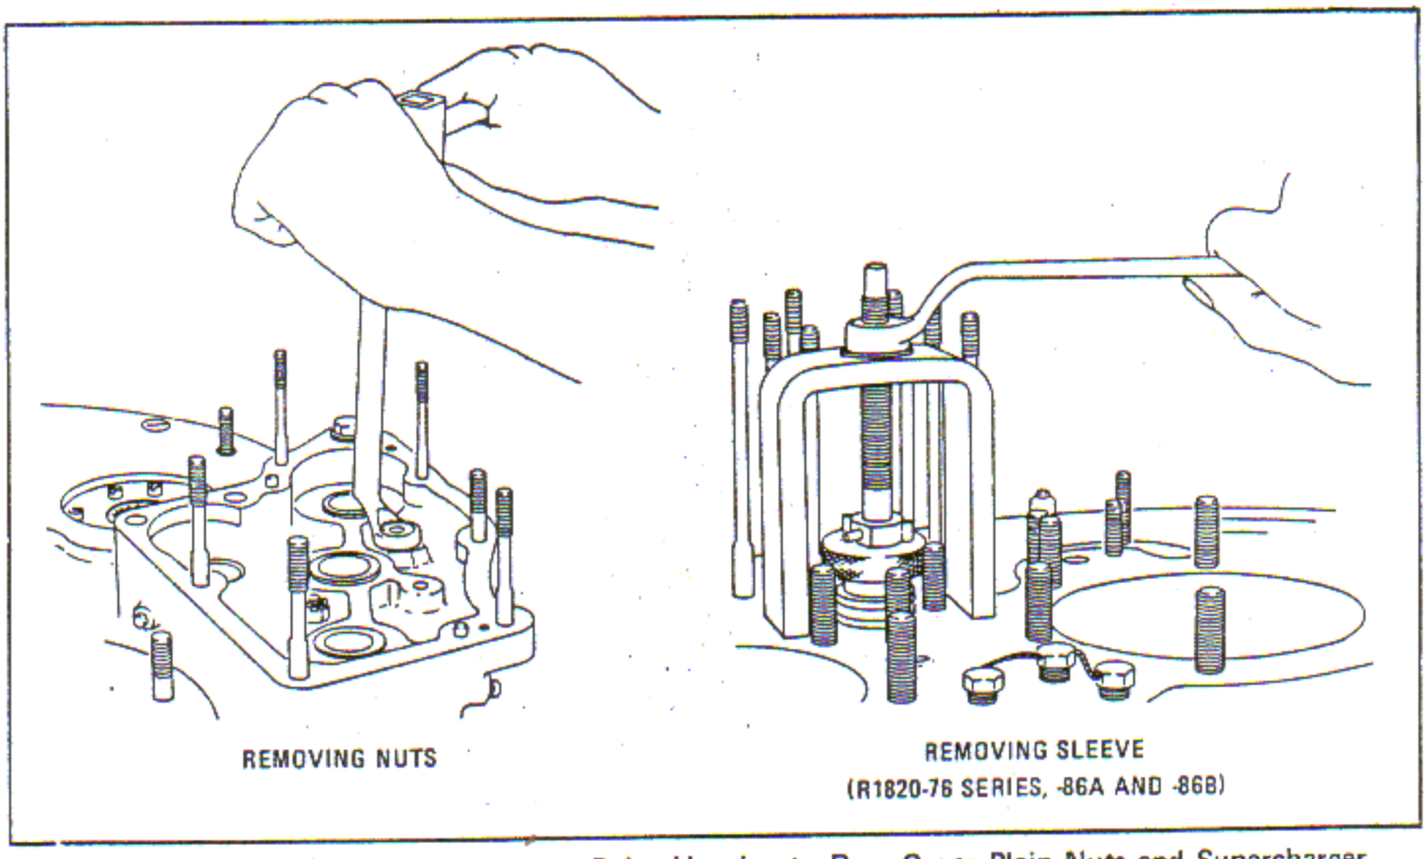

Figure 4-40. Removing Dual Accessory Drive Housing to Rear Cover Plain Nuts and Supercharger Clutch Oil Control Valve Sleeve
c. Remove the dual accessory drive housing to supercharger rear cover attaching nuts. An extended nut is located on the rear parting surface of the housing. The remaining nuts are located inside the housing. Use wrench B on the plain nuts. See figure 4-40. Use wrench A on the slotted nuts.